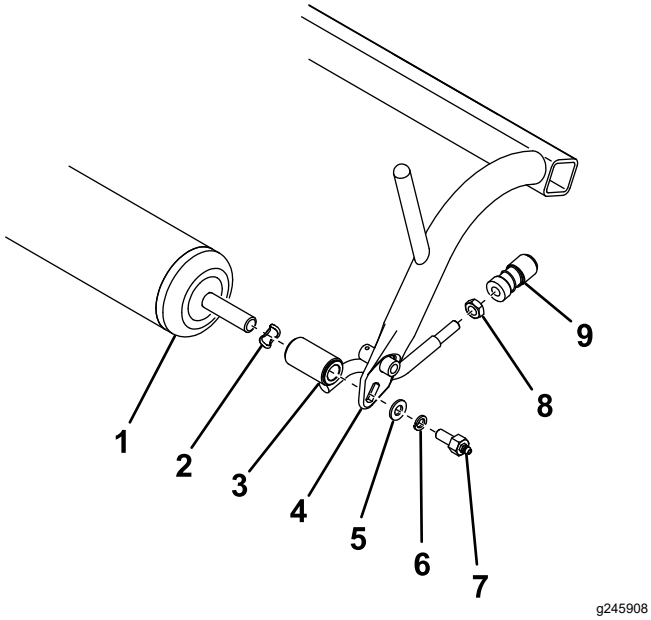

図 1
2. プルフレームから、ローラ、スプリングワッシャ、プルリンクアセンブリ、平ワッシャ、ロックワッシャ、グリスねじを外す図 1。
3. プルリンクアセンブリからボールジョイントレシーバを外して保管する図 1。外した部品のうち、ローラとボールジョイントレシーバ以外のものは廃棄する。